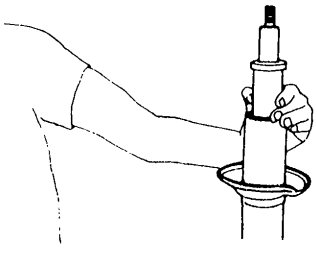

Fig. FA-27 Removing piston rod and cylinder
8. Lift out piston rod together with cylinder. See Figure FA-27.